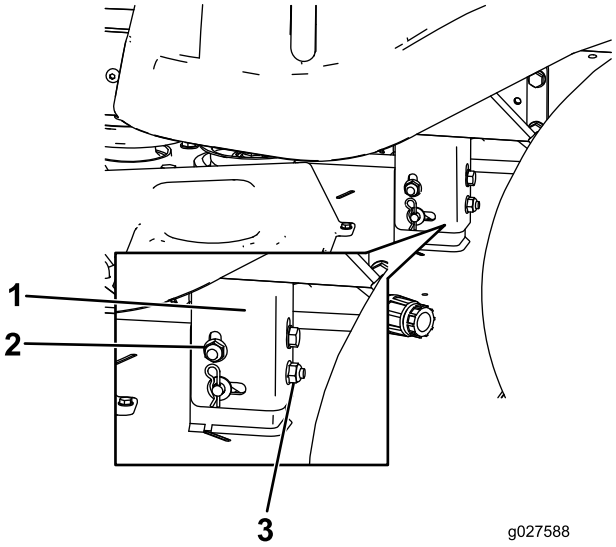

Figur 62
8. Hæv eller sænk den venstre side af plæneklipperskjoldet ved at dreje den bageste møtrik (Figur 62).